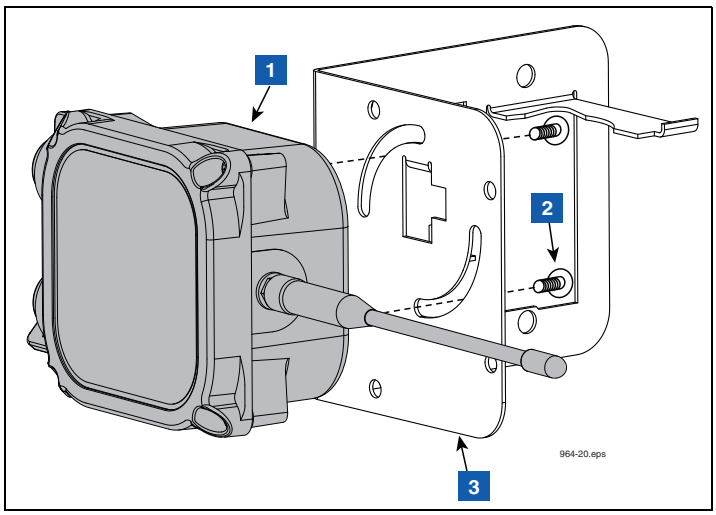

**Figure 13. Attaching Transmitter To Battery Support Bracket**
3. Using two taptite screws from the kit, attach the Transmitter housing to the side of the battery support bracket that has the two circular slots (see Figure 13). Do not tighten screws at this time.
| LEGEND FOR NUMBERED BOXES IN Figure 13 |